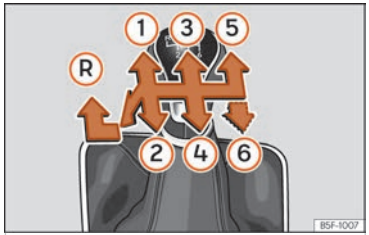

Fig. 89 Esquema de un cambio manual de 5 marchas o bien de 6 marchas.
En la palanca de cambios se indican las posiciones de las marchas ››› **fig. 89**.
- Con la palanca de cambios en punto muerto, presiónela hacia abajo, muévala a la izquierda hasta el final y después hacia delante para seleccionar la marcha atrás ››› fig. 89 Ⓡ.